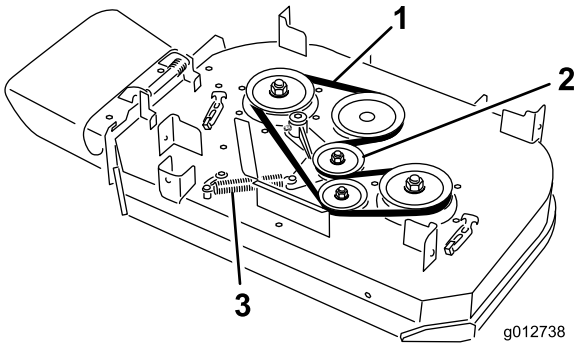

**Figuur 65**
4. Verwijder de veer van de ankerpost op de arm van de spanpoelie (Figuur 65).
5. Verwijder de versleten drijfriem (Figuur 65).
6. Plaats de nieuwe drijfriem rond de koppelingspoelie, de poelies van het maaidek en de spanpoelie (Figuur 65).
7. Monteer de veer aan de ankerpost op de arm van de spanpoelie (Figuur 65).
6. Plaats de nieuwe drijfriem rond de poelies van het maaidek en de spanpoelie (Figuur 65).
5. Verwijder de veer van de ankerpost op de arm van de spanpoelie (Figuur 65).
6. Verwijder de versleten drijfriem (Figuur 65).
7. Plaats de nieuwe drijfriem rond de poelies van het maaidek, de koppelingspoelie en de spanpoelie (Figuur 65).
8. Monteer de veer op de ankerpost (Figuur 65 ).